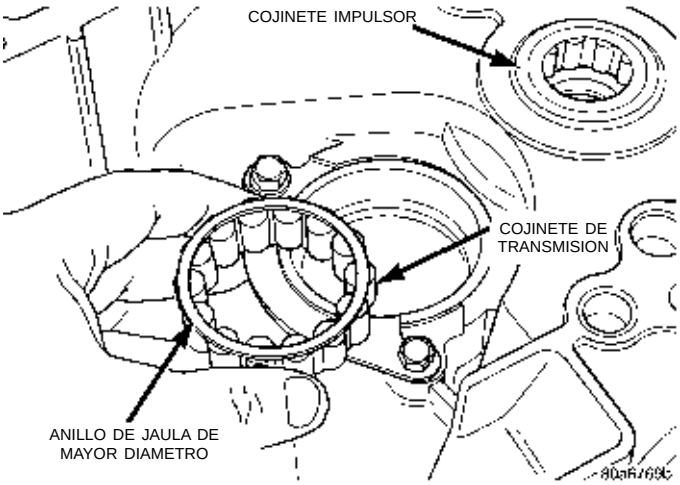

Fig. 123 Cojinete de rodillos de transmisión
(1) Retire el cojinete de rodillos de jaula de la pista de rodamiento de transmisión (Fig. 123).